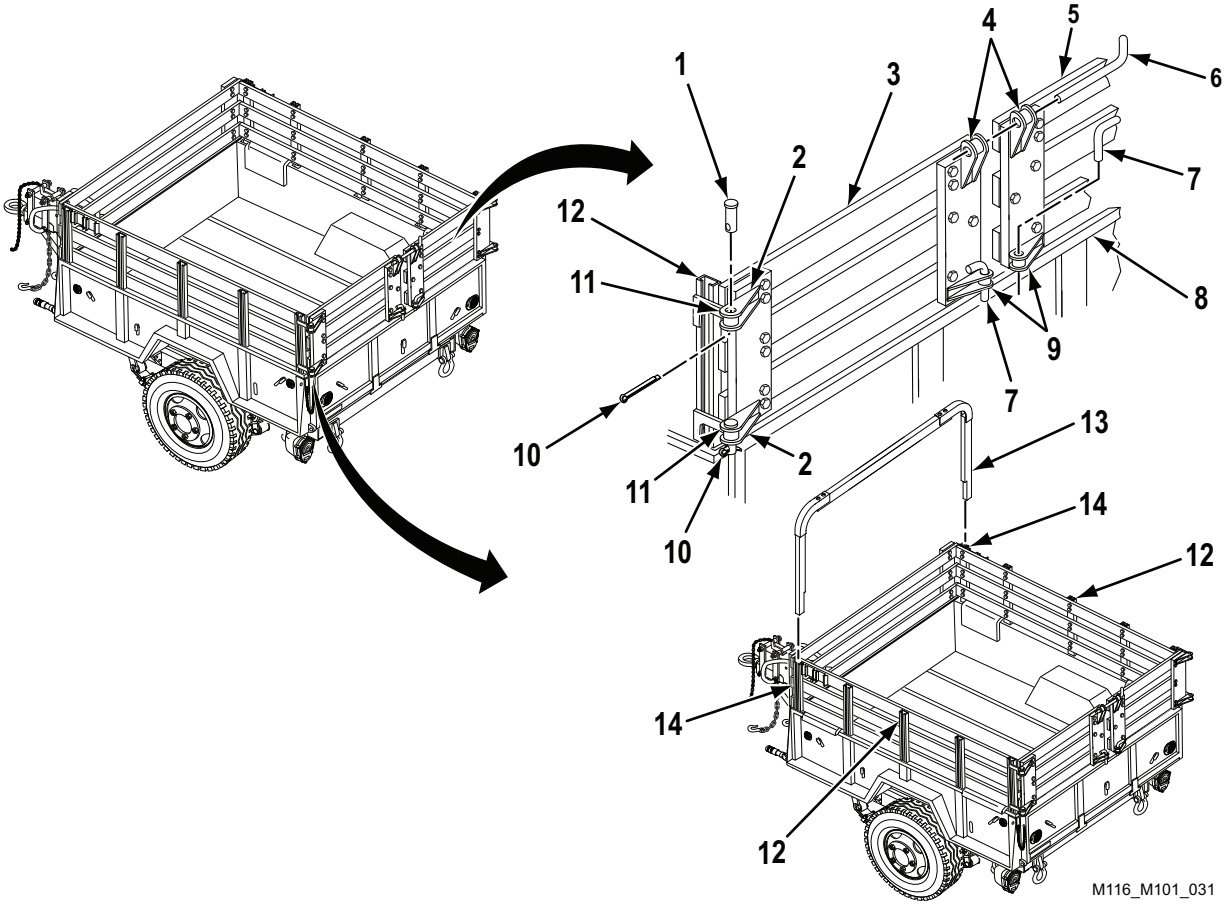

Figure 4. Rear Rack and Bow Assembly Installation.
9. At rear of trailer, align two strap hinge assemblies (Figure 4, Item 2) on rear rack assembly (Figure 4, Item 3) with two hinges (Figure 4, Item 11) on roadside side rack assembly (Figure 4, Item 12).
10. Install two straight headed pins (Figure 4, Item 1), with heads facing up, in two strap hinge assemblies (Figure 4, Item 2) and hinges (Figure 4, Item 11). Install two cotter pins (Figure 4, Item 10) in two straight headed pins (Figure 4, Item 1).
11. At curbside, repeat Steps 9 and 10 to install curbside rear rack assembly (Figure 4, Item 5) on curbside side rack assembly (Figure 4, Item 12).
12. Close both rear rack assemblies (Figure 4, Items 3 and 5).
13. Install connecting link (Figure 4, Item 6) in two top strap latch assemblies (Figure 4, Item 4) of both rear rack assemblies (Figure 4, Items 3 and 5).
14. Install two connecting links (Figure 4, Item 7) in two bottom strap latch assemblies (Figure 4, Item 9) on both rear rack assemblies (Figure 4, Items 3 and 5) and two holes in cargo body (Figure 4, Item 8).
15. Align one of five bow assemblies (Figure 4, Item 13) with two stakes (Figure 4, Item 14) in both side rack assemblies (Figure 4, Item 12). Push bow assembly (Figure 4, Item 13) evenly into stakes (Figure 4, Item 14) until fully installed in side rack assemblies (Figure 4, Item 12).
16. Repeat Step 15 to install remaining four bow assemblies (Figure 4, Item 13).